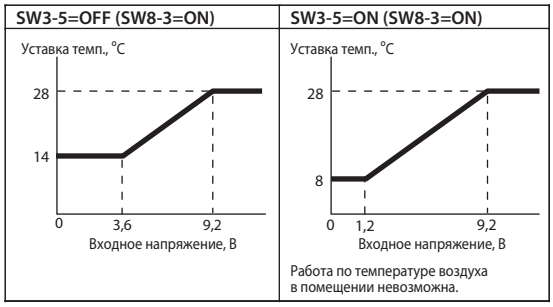

Рис. 4. Зависимость уставки температуры от управляющего сигнала
- Уставка температуры воздуха задается с помощью внешнего аналогового сигнала 0~10 В, если DIP-переключатель SW8-2 установлен в положение «ON». Предусмотрено 2 типа зависимости уставки температуры от напряжения управляющего сигнала: тип А и тип Б (см. рис. 4).